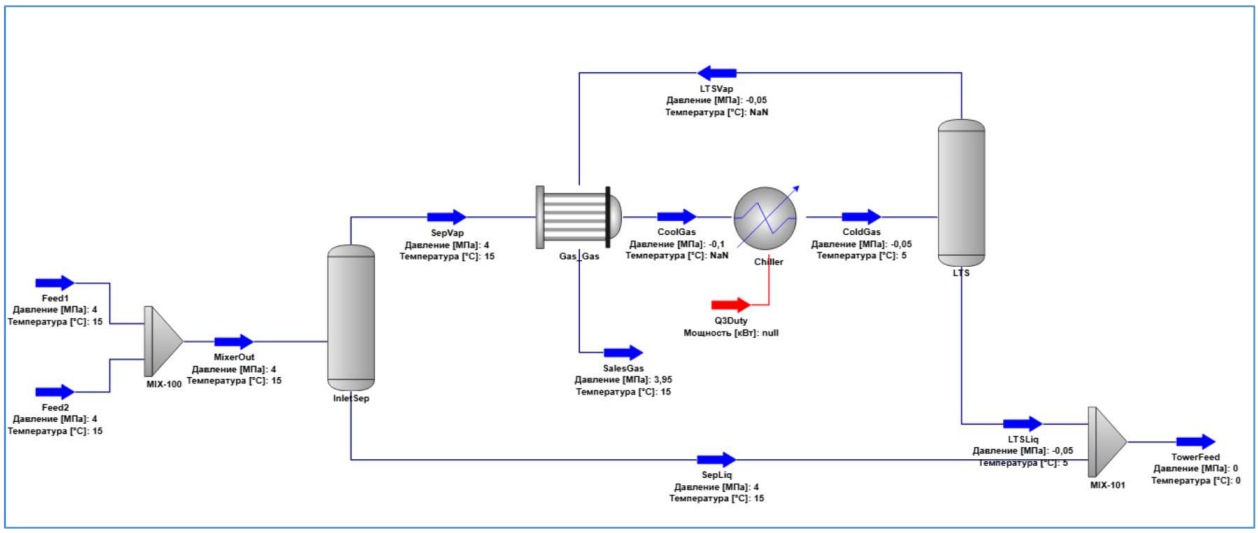

Рисунок 51. Визуализация на модели
2. На модели для всех материальных потоков отображаются значения температуры и давления, энергетических потоков - мощность (Рисунок 51).